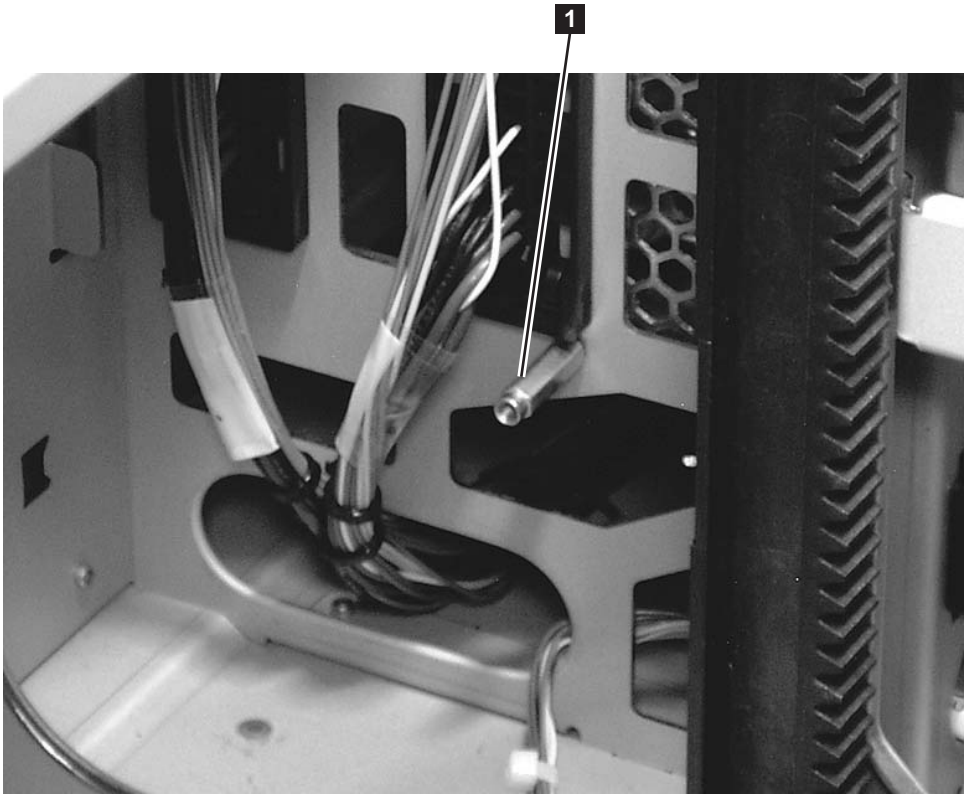

Figure 7-141. Hex stand-off behind the Cable Spool Assembly
b. Remove the hex stand-off (see **1** in Figure 7-141 on page 7-126) from behind the Cable Spool Assembly. This requires a 5 mm (3/16-inch) wrench.